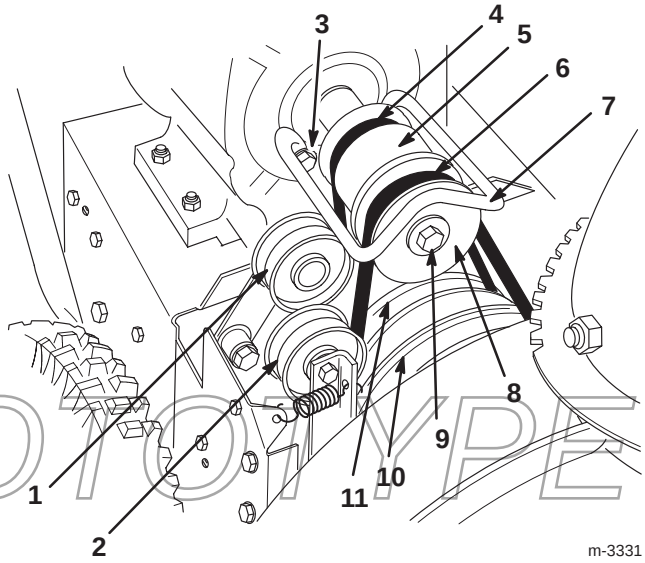

Bild 31
6. Entfernen Sie die beiden Schrauben, Scheiben und Sicherungsscheiben, mit denen die Riemenführung befestigt ist (Bild 31).
7. Entfernen Sie die Motorkurbelwellenschraube, die Sicherungsscheibe und die Scheibe (Bild 31).
8. Lösen und entfernen Sie die Motorantriebsscheibe (Bild 31).
10. Entfernen Sie die Motorriemenscheibe (Bild 31).
11. Entfernen Sie den Fahrantriebsriemen von der Antriebsriemenscheibe und der Motorkurbelwelle (Bild 31).
12. Ziehen Sie die Spannscheibe für den Fahrantrieb nach außen und bringen Sie den neuen Fahrantriebsriemen an (Bild 31).
14. Ziehen Sie die Spannscheibe nach außen und legen Sie den Antriebsriemen für Schnecke/Gebläserad vorne um die Motorscheibe. Achten Sie dabei darauf, dass sich der Riemen an der Innenseite der Spannscheibe befindet (Bild 31).
9. Entfernen Sie den Antriebsriemen für Schnecke/Gebläserad (Bild 31).
10. Ziehen Sie die Spannscheibe nach außen und bringen Sie einen neuen Riemen an der Riemenscheibe der großen Schnecke/des Gebläserads an (Bild 31).
11. Legen Sie den Riemen vorne um die Motorscheibe. Achten Sie dabei darauf, dass sich der Riemen an der Innenseite der Spannscheibe befindet (Bild 31).